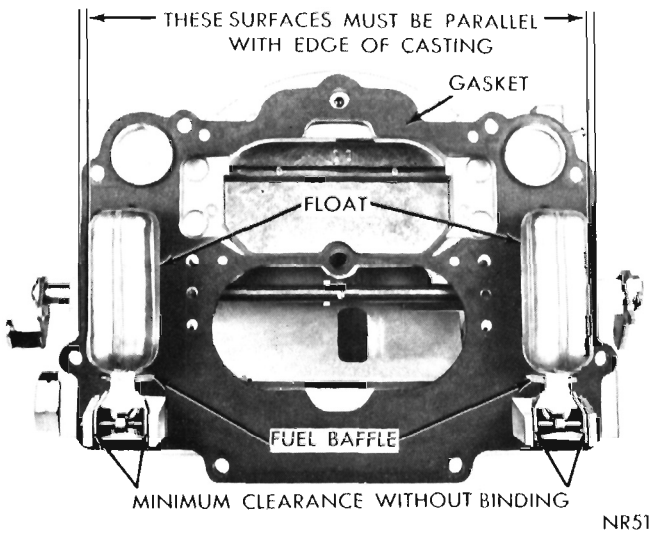

Fig. 8—Checking Float Alignment
(1) Sight down side of each float shell to determine if side of the float is parallel to outer cage of air horn casting (Fig. 8).
(2) If sides of float are not in alignment with edge of casting, bend float lever by applying pressure to end of float shell with thumb. **To avoid damage to the float, apply only enough pressure to bend the float lever.**
(3) After alining floats, remove as much clearance as possible between arms of float lever and lugs of air horn. To do this, bend float lever. The arms of float lever should be as parallel as possible to inner surfaces of lugs of casting.